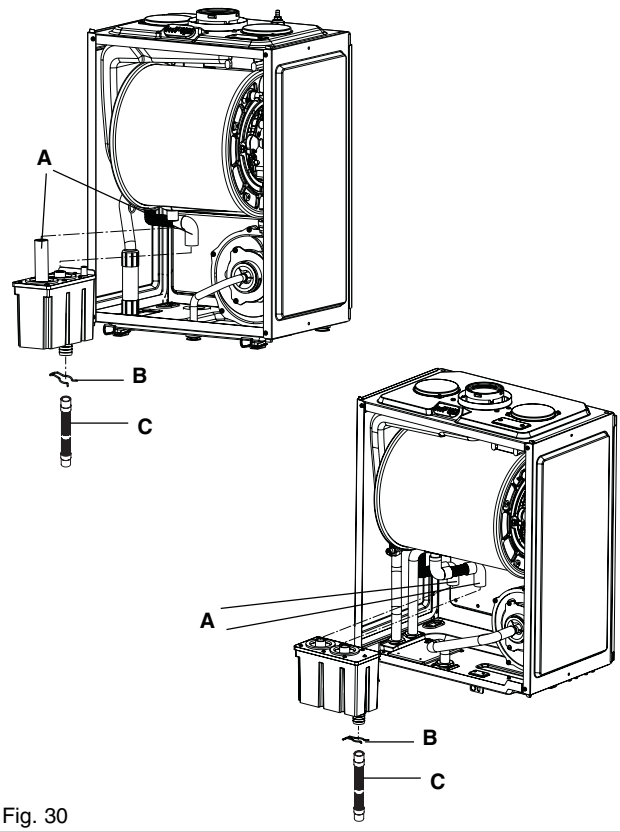

Fig. 30
6.19 CONDENSE TRAP REMOVAL (fig. 30)